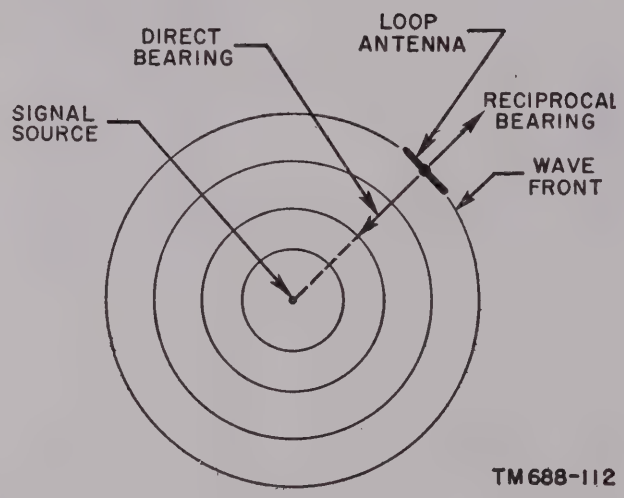

Figure 53. Loop antenna intercepting a wave front.
d. A direction finder set always first locates an equiphase surface or wave front. The direction to the transmitter then is assumed to be perpendicular to the wave front (figs. 53 and 54).